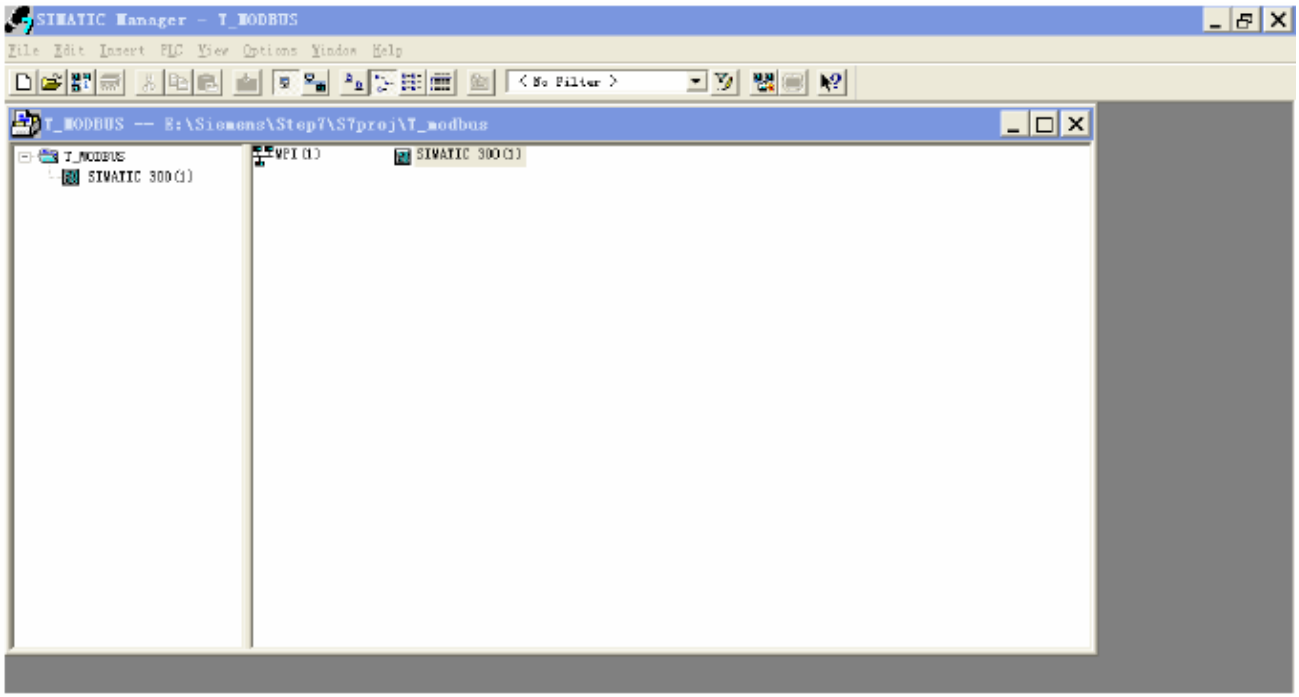

Figure 3
3. Click Insert, Station and then SIMATIC 300 Station; Figure 3: